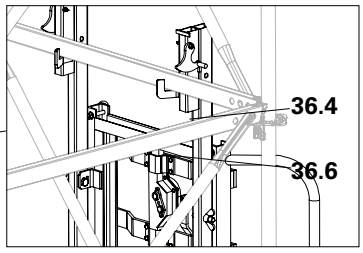

Fig. C1.02a
– whilst the top connector (**36.6**) is positioned under the Horizontal Ledger UH. (Fig. C1.02a)